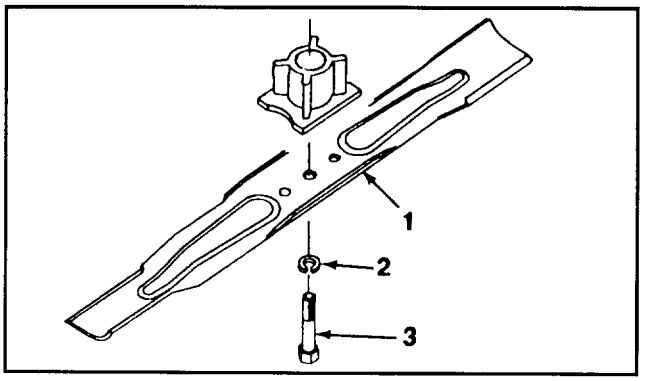

Abbildung 22
5. ENTFERNEN DES MESSERS – Endstück des Mähmessers mit einen Lappen bzw. einem dicken Handschun anpacken. Messerbolzen, Sicherungsscheibe und Messer entfernen (Abb. 22).